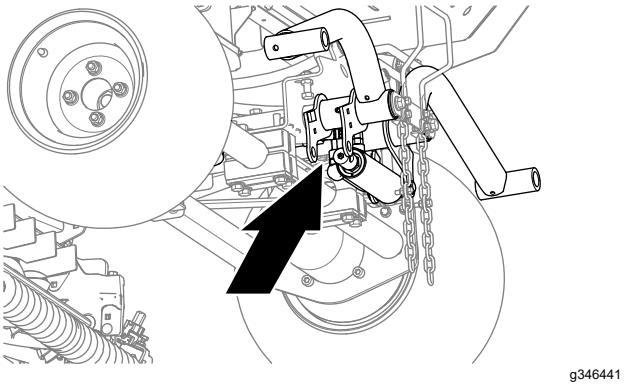

Figur 13
1. Placer en dræningsbakke under løftecylinderens hydraulikfittings (Figur 13).